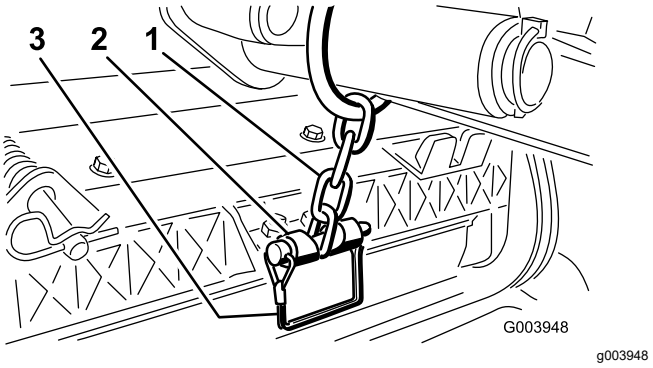

Figuur 9
12. Bevestig de ketting van de hefarm aan de kettingbeugel met de borgpen (Figuur 9).